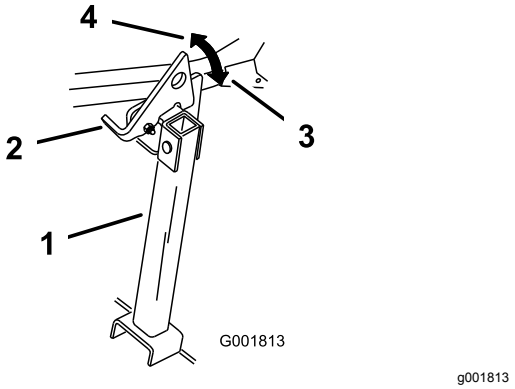

Figuur 46
2. Zet de vergrendeling omhoog in de ontgrendelde stand (Figuur 46).